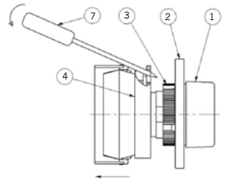

Rys. 4
1) W pierwszej kolejności umieścić wkrętak płaski (5) w otworze znajdującym się w uchu korpusu pośredniego (4), lekko podważyć i odciągnąć korpus od wskaźnika (rys. 4).